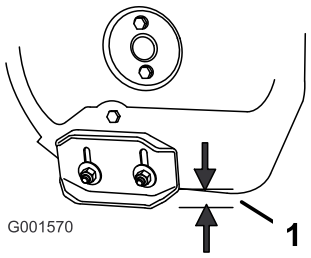

Figur 42
2. Lossa de muttrar som håller fast medarna på matarskruvens sidor, tills medarna enkelt kan flyttas upp och ned (Figur 42).